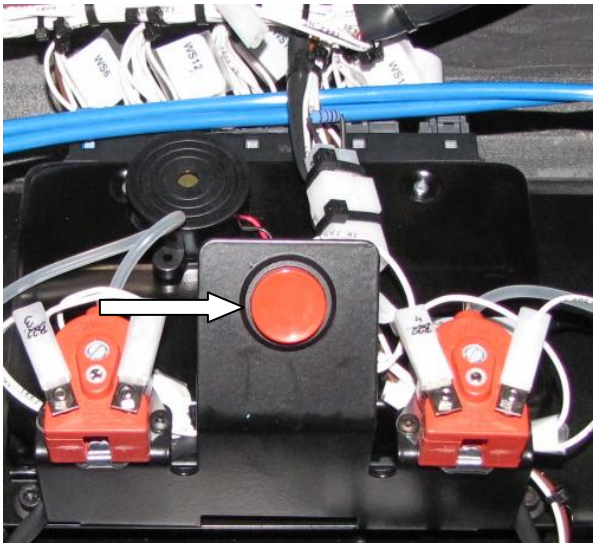

Rys. 9 Przycisk warsztatowy do uczenia drzwi – wskazany strzałką
- Przycisnąć przycisk warsztatowy (Rys.9) - drzwi automatycznie otwierają się;